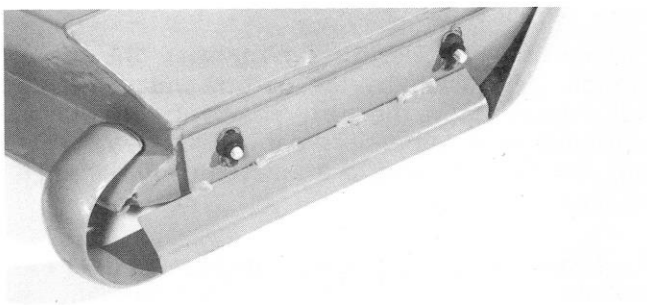

Figure 18
2. Adjust skid by loosening flangenuts, positioning skid as desired, and retightening flangenuts (Fig. 18).